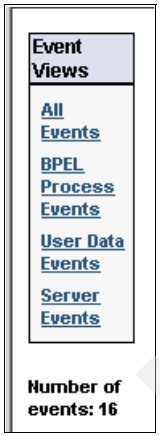

Figure B-22 The Event Views pane
5. Click any of the hyperlinks under Event Views (Figure B-22) to further filter the list of events. Click the view that pertains to the event your module generated.